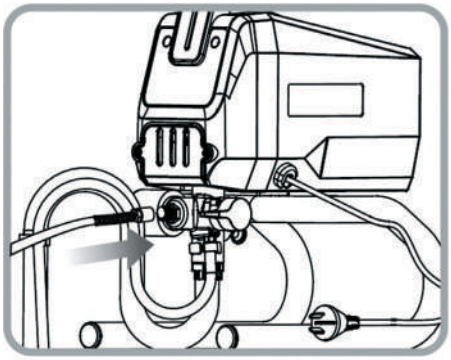

Рис. 11
1. Присоедините шланг высокого давления к краскопульту и затяните соединение гаечным ключом (рис. 11).